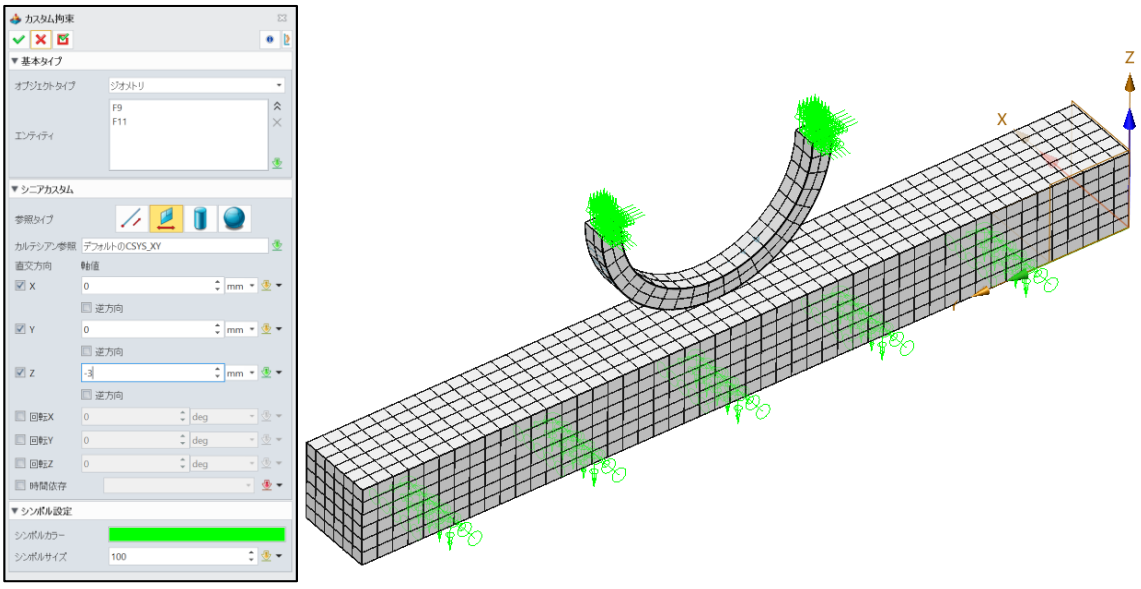

図 14　カスタム拘束
STEP 05 [オブジェクトタイプ] で [ジオメトリ] を選択し、[エンティティ] ハーフリングの端面を選択します。図 14 に示すように全ての方向にチェックを入れ、Z 方向に -3 [mm] を入力します。